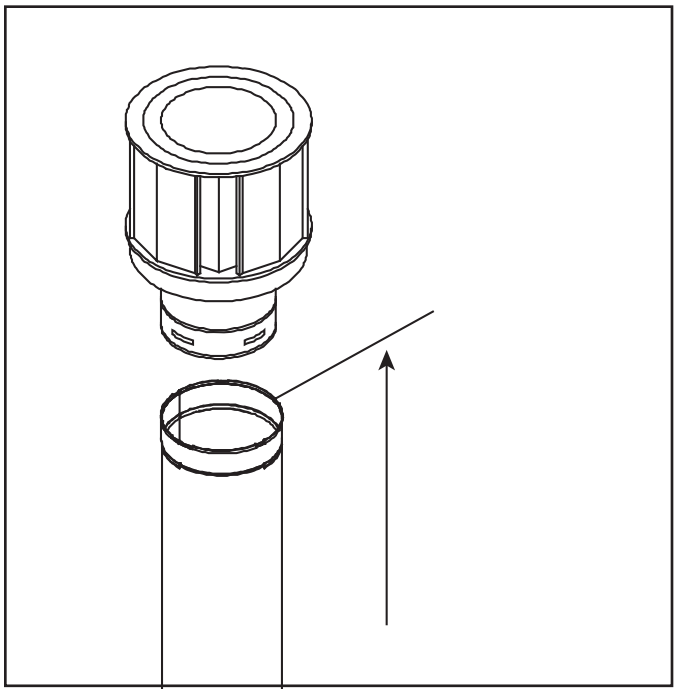

Figure 4.7. Measure to Top of Last Section of Pipe
- Vertical terminations are measured to top of last section of pipe. See Figure 4.7.
- *TRUE-36(NG/P),TRUE-42(NG/P) and TRUE-50(NG/P) models require a minimum of 36 inches of vertical venting before attaching any elbow to the appliance for the venting configuration in Figure 4.7.*